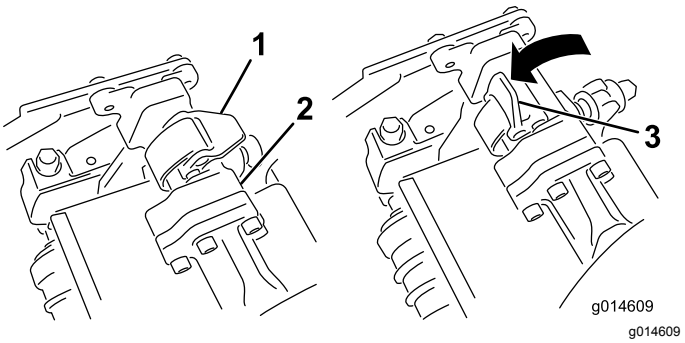
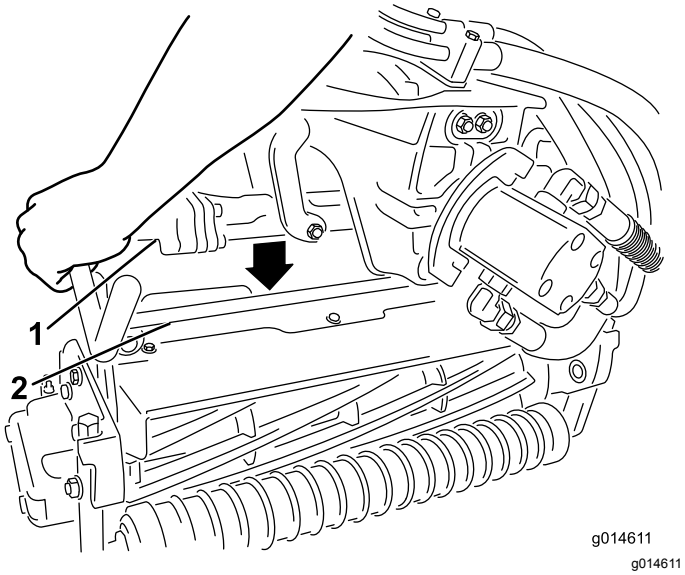

Figur 11
Figur 12
5. Mens låsehåndtagene på affjedringsarmen peger opad (dvs. er åbne) (Figur 11), skal du skubbe affjedringsarmen ned, så stangen kan sættes over tværstangen på klippeenheden øverst oppe (Figur 12).
6. Luk låsehåndtagene ned og omkring klippeenhedens stang, og lås dem på plads (Figur 11).